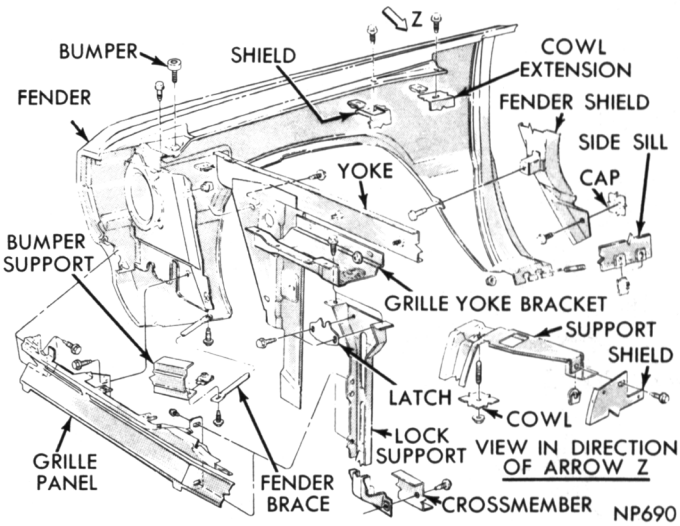

Fig. 6—Fender Attachment—Valiant
(1) Disconnect battery ground strap.
(2) Tape leading edge of front door and cowl to fender area to avoid damaging paint.
(3) Remove front bumper assembly.
(4) Disconnect head lamp wires and remove nuts attaching grille extension to fender.
(5) Remove nuts and screws attaching fender to cowl, floor sill, wheelhouse or splash shields and radiator yoke (Figs. 6 and 7).
(6) Remove fender assembly and if necessary remove fender mouldings, ornamentation and head light assemblies.